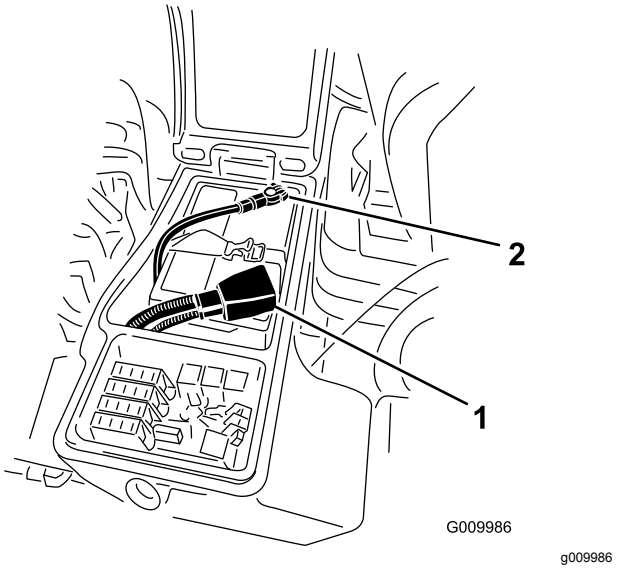

Figur 61
4. Monter pluskablet (rødt) til pluspolen (+) og minuskablet (sort) til minuspolen (-) på batteriet (Figur 61).